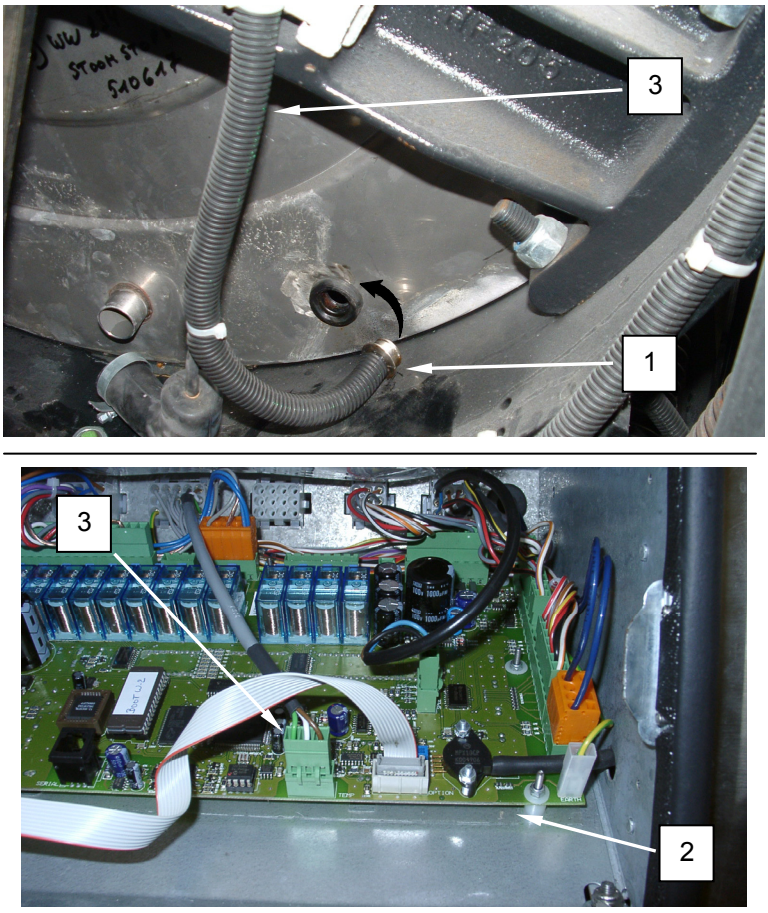

Figure 1. Replace the Temperature Sensor.
2. Remove temperature sensor **(Figure 1, Item 1)** from grommet seal.
4. Disconnect temperature sensor **(Figure 1, Item 1)** from the microprocessor board **(Figure 1, Item 2)**.
5. Remove temperature sensor **(Figure 1, Item 1)** with connected wiring **(Figure 1, Item 3)** from washer. Make note of wire placement in wire guides, and points where wire ties may require cutting.
6. Route temperature sensor wiring **(Figure 1, Item 3)** close to wiring harness and up into control box. Ensure replacement sensor wiring is routed through existing looms and guides.
7. Install replacement temperature sensor **(Figure 1, Item 1)** in grommet seal.
8. Connect replacement temperature sensor wiring **(Figure 1, Item 3)** to microprocessor board **(Figure 1, Item 2)**.
9. Install wire ties as necessary to secure temperature sensor wiring **(Figure 1, Item 1)**.